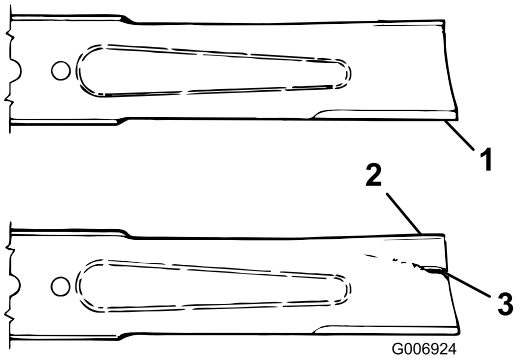

Figur 69
2. Undersøg omhyggeligt skæreknivens skær, især der hvor den flade side og den buede side mødes (Figur 69). Da sand og slibematerialer kan slide det metal, der forbinder den flade og den buede side af skærekniven, væk, skal skærekniven kontrolleres, før maskinen anvendes. Hvis du bemærker tegn på slid (Figur 69), skal du udskifte skærekniven. Se Afmontering af skærekniven.
Hvis skærekniven får lov til at blive slidt, vil der danne sig en slids mellem seglen og den flade del af skærekniven (Figur 69). Før eller siden kan et stykke af skærekniven knække af og blive slynget ud fra husets underside, hvilket muligvis kan medføre alvorlig personskade for dig eller omkringstående personer.